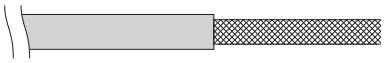

Fig. 4-9
(1) Remove cable coat not to scratch braided shield. (Fig. 4-9)